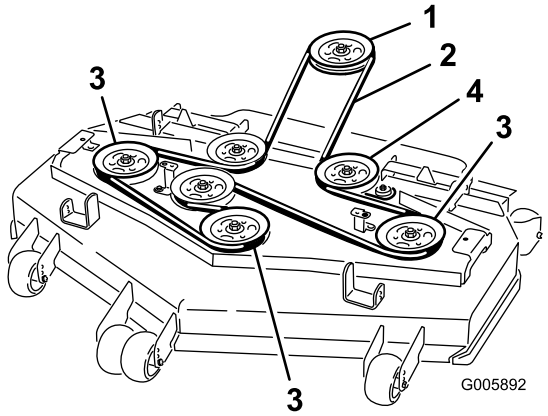

Figur 58
6. Monter den nye rem på remskiverne (Figur 58).